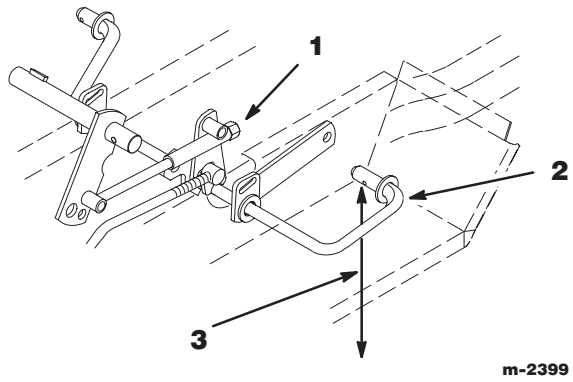

Figure 5
3. Régler l’écrou de hauteur de transport jusqu’à ce que le bas des bras de relevage arrière soit à environ 18,5 cm (7–1/4”) du sol plat de référence (Fig. 5).